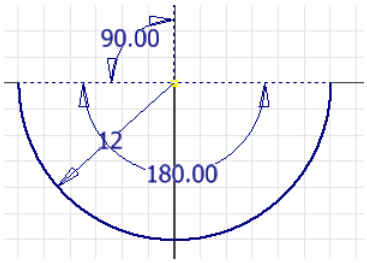

Figure 2-93 *Sketch showing upper arc*
4. Move the mouse cursor anticlockwise and enter **180** in the angle input field and press Enter; the upper arc is drawn, as shown in Figure 2-93.